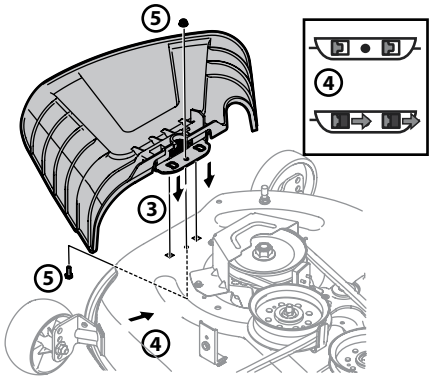

Figura 2-7
3. Ubique el deflector del canal en la plataforma, asegúrese de insertar las lengüetas de dicho deflector en los orificios de la plataforma. Consulte la Figura 2-7.
4. Después de colocar las lengüetas en la plataforma, deslice el deflector del canal hacia la parte posterior del tractor hasta que el orificio del perno que está en el deflector del canal quede alineado con el orificio de la plataforma. Consulte la Figura 2-7.
5. Sujete el deflector del canal en su lugar con la tuerca de seguridad con brida y el tornillo hexagonal que se extrajeron en el paso 2. Ajuste a 102-124 in/lb. Consulte la Figura 2-7.